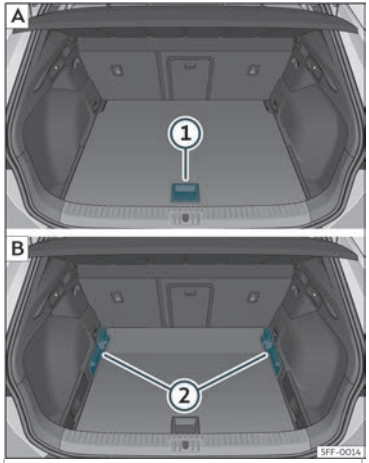

Abb. 113 Variabler Gepäckraumboden: A Hochstellung; B Tiefstellung.
- Um von der niedrigen in die hohe Position überzugehen, heben Sie den Boden am Haltegriff ››› **Abb. 113** ① an und ziehen Sie ihn nach hinten, bis der vordere Teil des Bodens vollständig über den Halterungen ››› **Abb. 113** ② liegt.
- Den Gepäckraumboden nun bis zum Anschlag an den Rücksitzlehnen nach vorne schieben und mit Hilfe des Haltegriffs ① absenken.
- Um von der hohen in die niedrige Position überzugehen, heben Sie den Boden am Haltegriff ››› **Abb. 113** ① an und ziehen Sie ihn nach hinten, bis der vordere Teil des Bodens
››› **Abb. 113** ② liegt.
- Den vorderen Teil auf den Boden absenken und diesen bis zum Anschlag an den Rücksitzlehnen nach vorn verschieben und dabei den Boden gleichzeitig mit Hilfe des Haltegriffs ① absenken.
- Bei einem variablen Boden in hoher Position diesen am Haltegriff anheben››› **Abb. 113** ①, daran ziehen und in Richtung der Rücksitzlehne bewegen bis der Boden an der Scharnierlinie eingeklappt wird und sich der bewegliche Teil des Bodens auf diesem befindet.